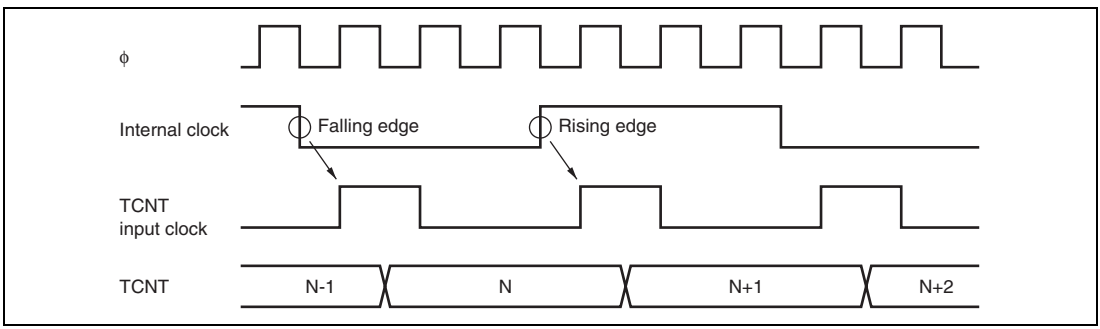
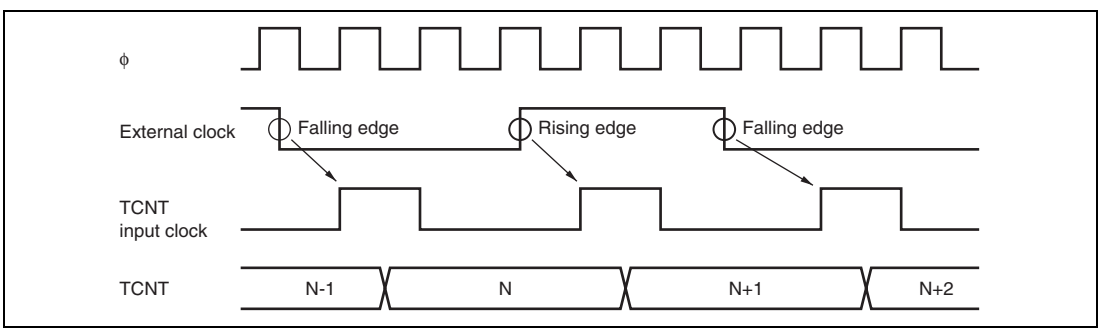

**Figure 10.30 Count Timing in Internal Clock Operation**
**Figure 10.31 Count Timing in External Clock Operation**
**TCNT Count Timing:** Figure 10.30 shows TCNT count timing in internal clock operation, and figure 10.31 shows TCNT count timing in external clock operation.